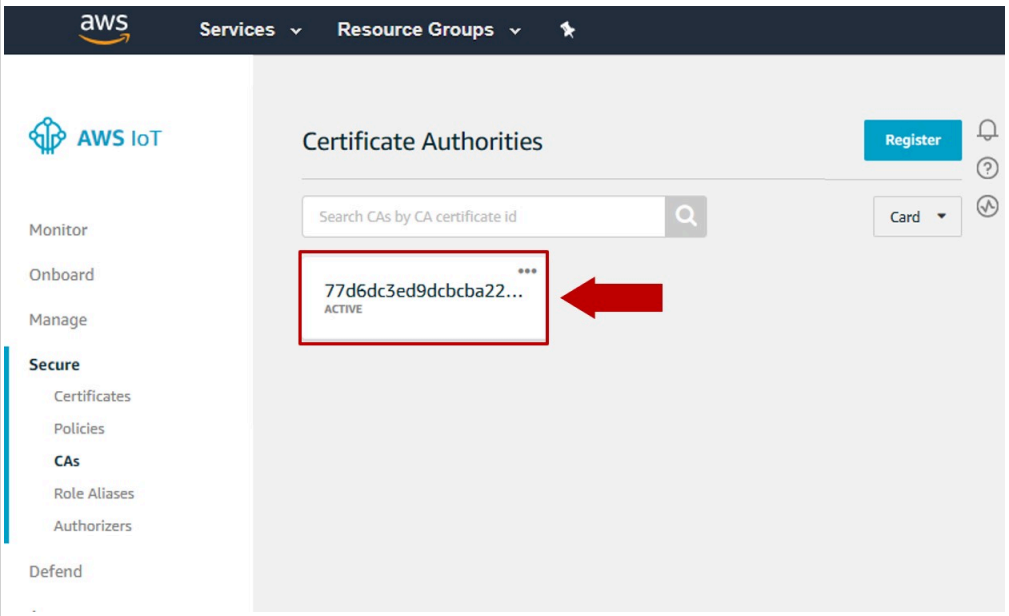

Figure 73. Check that your root CA is registered
5. When your root CA is registered successfully, it should now be visible in AWS dashboard and appear as ***Active*** as shown in Figure 73: